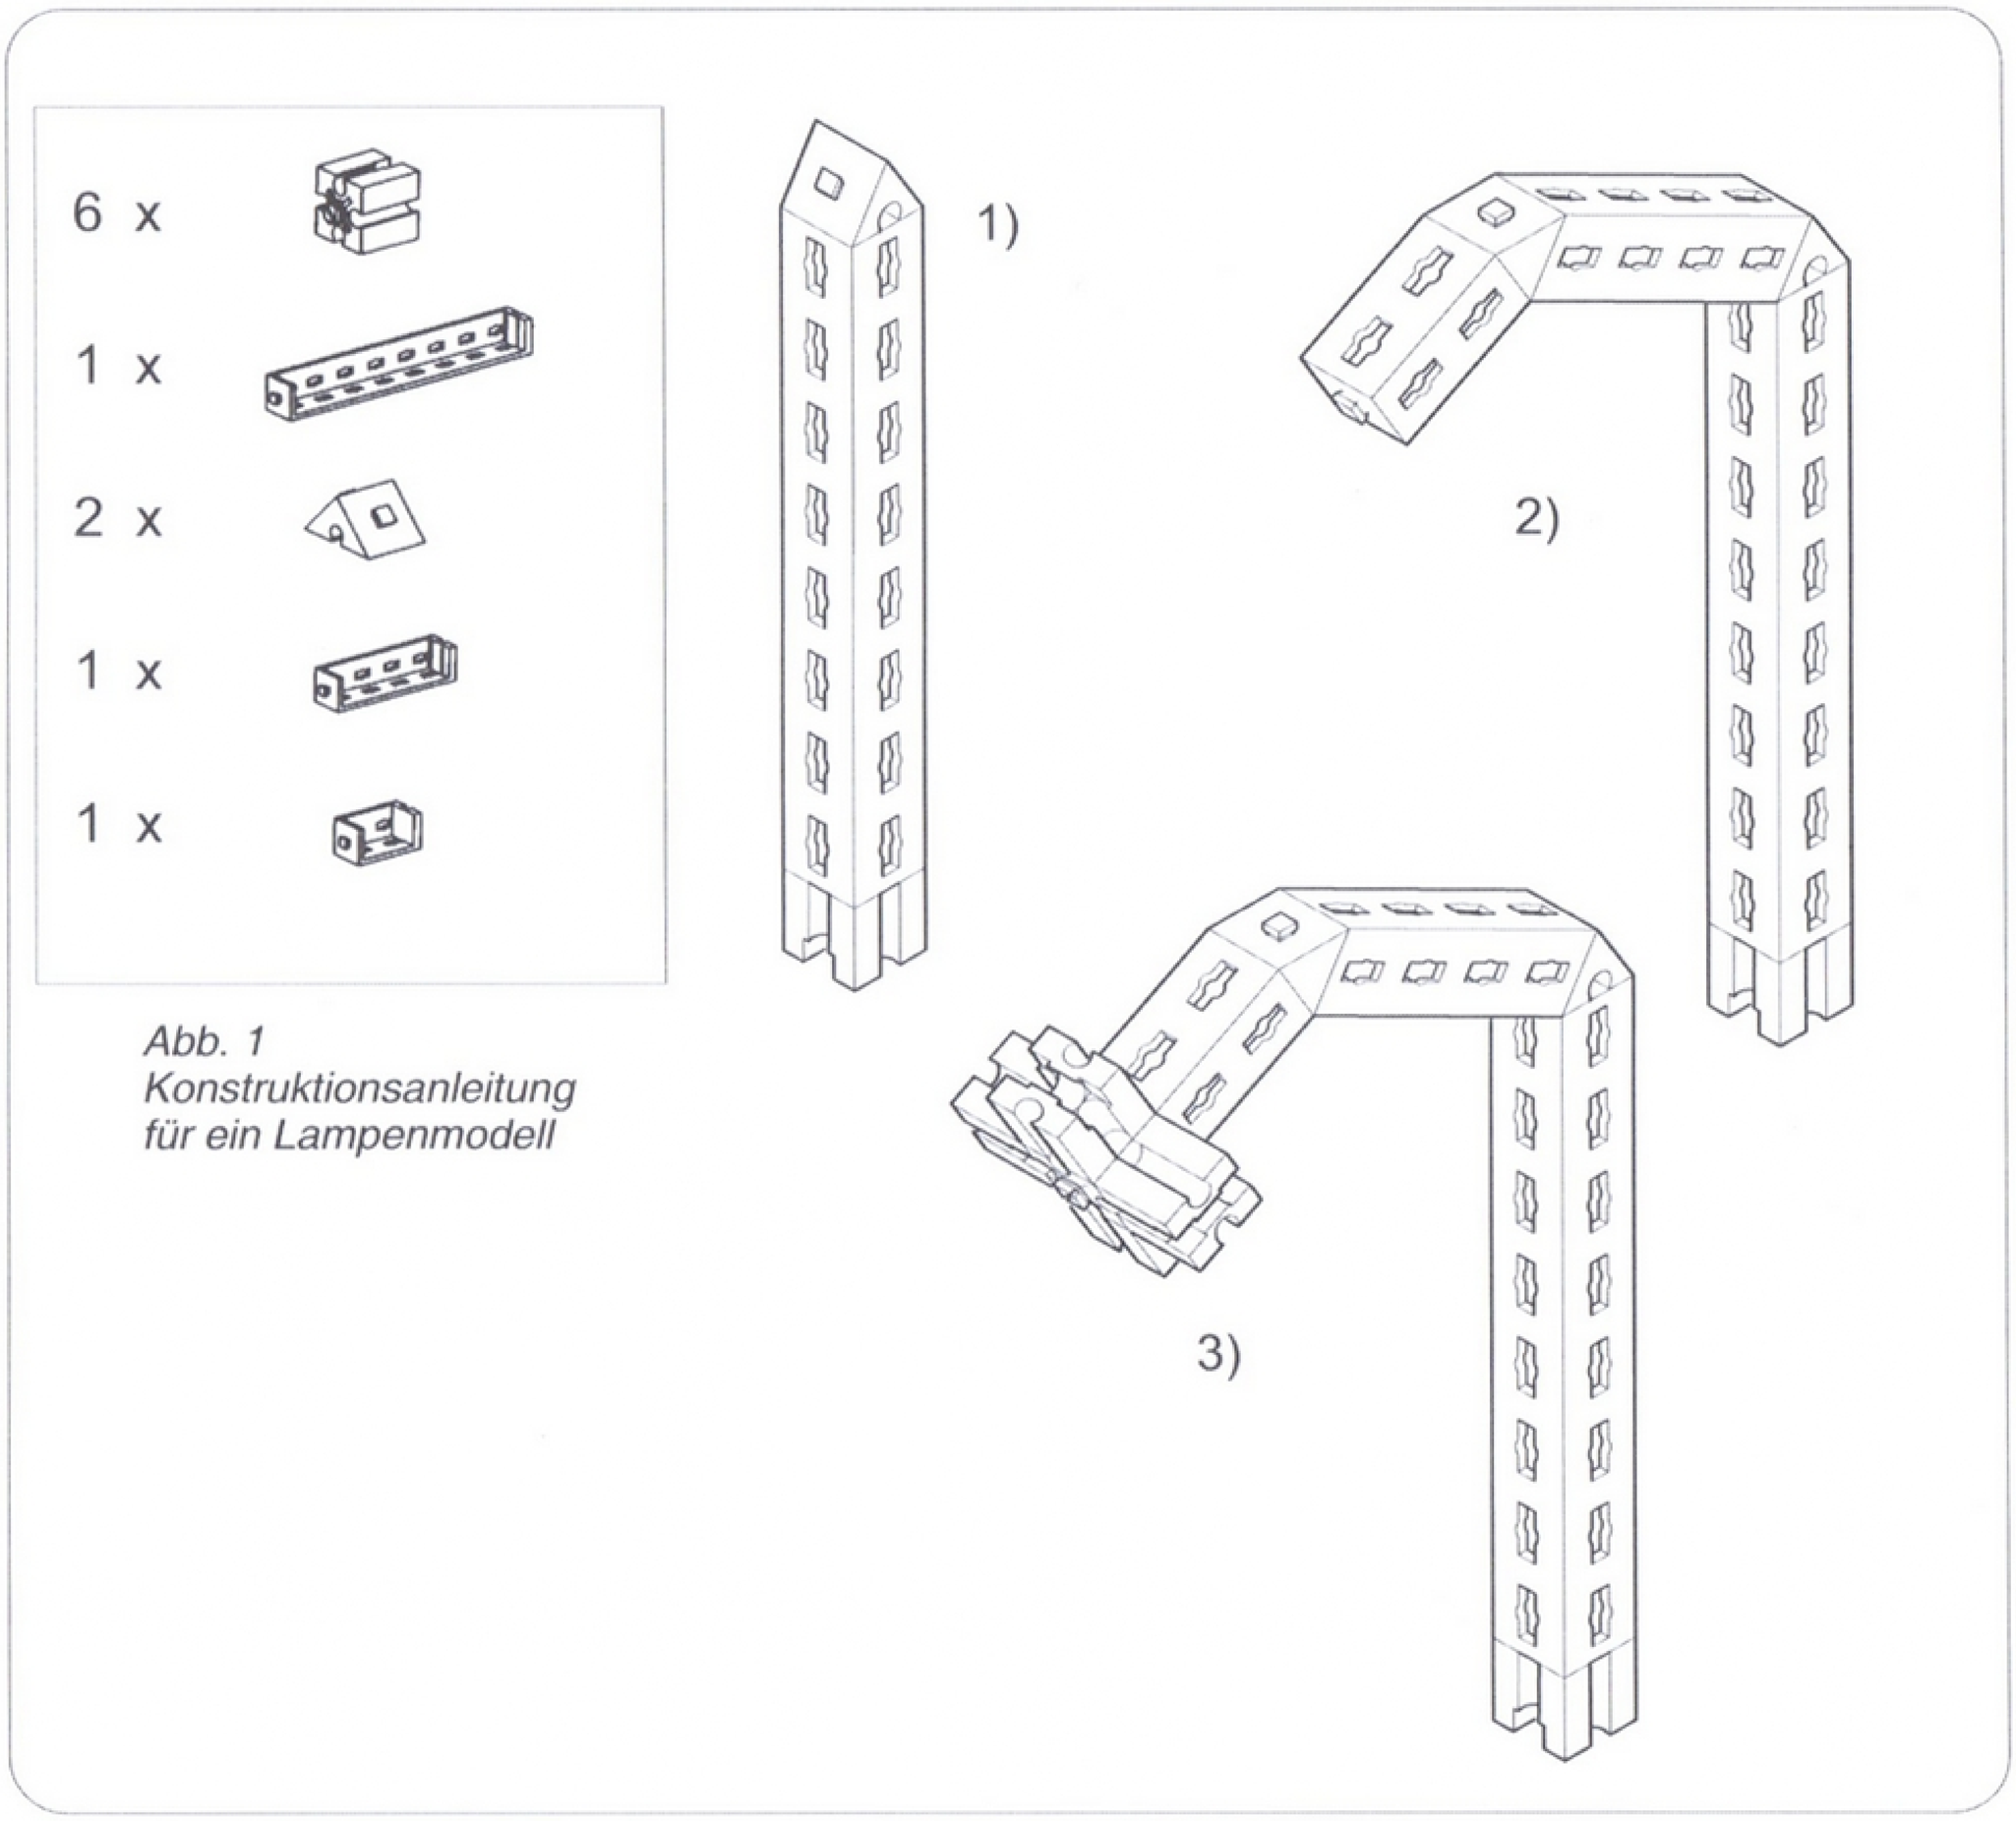

Abb. 1
1) Baut das in Abb. 1 gezeigte Modell. Es handelt sich um die Konstruktion für eine Leselampe, die frei stehen soll, so dass sie auf jeder Oberfläche verwendet werden kann. In ihrer gegenwärtigen Form ist die Lampe eine instabile Struktur.